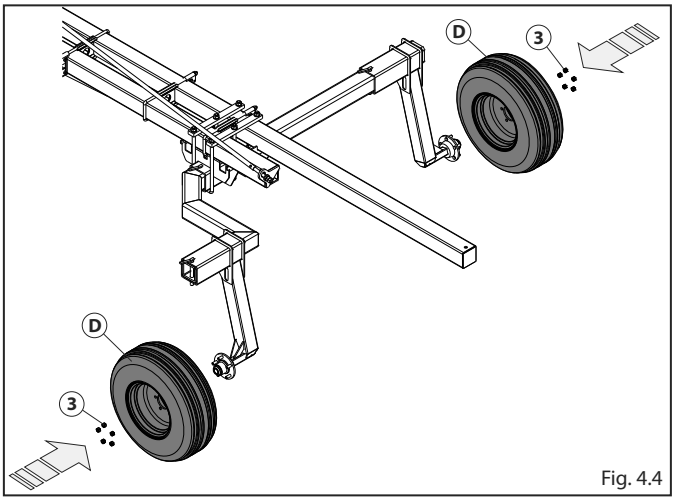

Fig. 4.4
- Mount wheels **D** by blocking them with nuts **3** (Fig. 4.4).